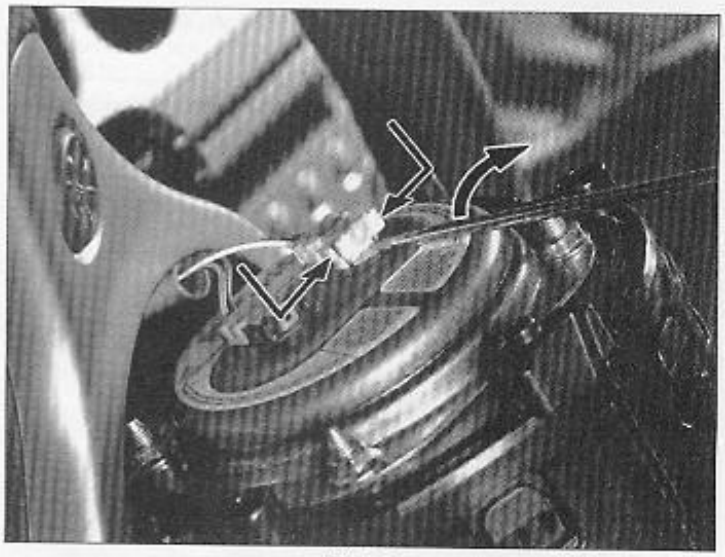

FIG. 4
• Les connecteurs d'airbag sont de type à branchement radial. Ils doivent être déverrouillés en pressant les 2 languettes opposées (flèches) avant de faire délicatement levier avec un petit tournevis pour les débrancher (Fig.4).